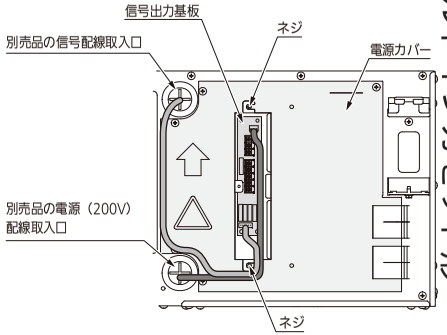

図19
- 信号出力基板は室内ユニットの電源カバーに別売品付属のネジで取り付けてください。（図19）